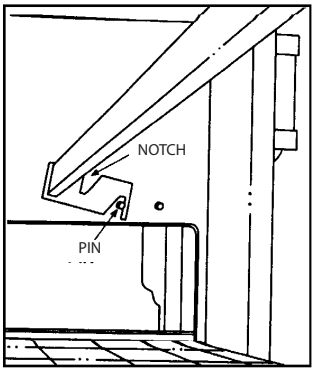

Figure 1
1. Before installing the retaining brackets in the oven(s), be sure all of the packing material is removed from the plenum shroud. Install the finger retaining brackets by placing them upside down and hooking the retaining pin as shown. (**See Figure 1**.)